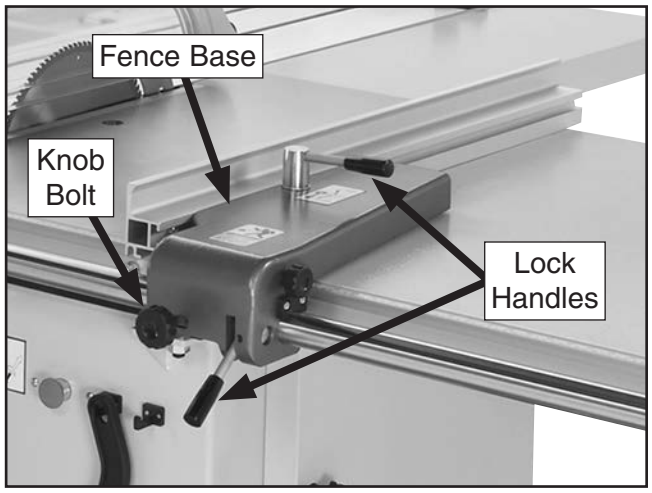

Figure 33. Rip fence attached with lock handles and lock knob installed.
20. Slide rip fence base onto fence rail as shown in **Figure 33**.
21. Thread (2) M10-1.5 x 12 lock handles and M10-1.5 x 70 lock knob bolt into rip fence base, as shown in **Figure 33**.